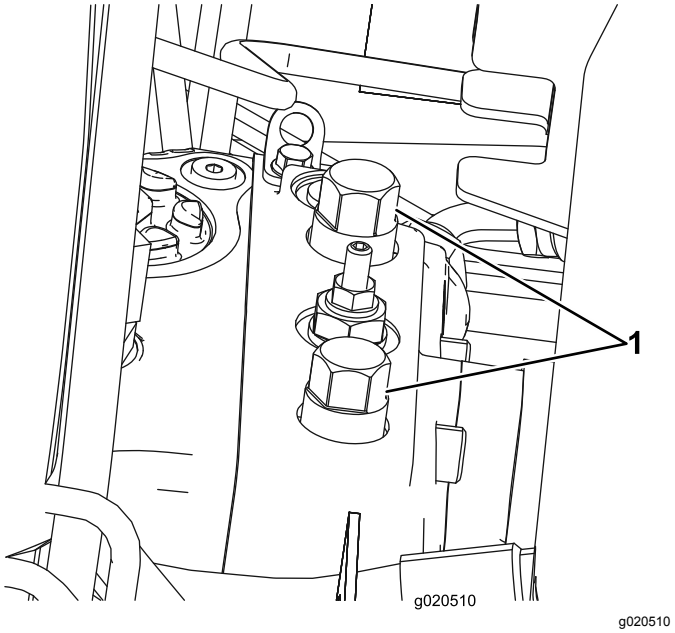

**Figur 44**
1. Öppna huven och leta upp överströmningsventilerna (Figur 44) högst upp på pumpen, bakom batteriet/förvaringslådorna.